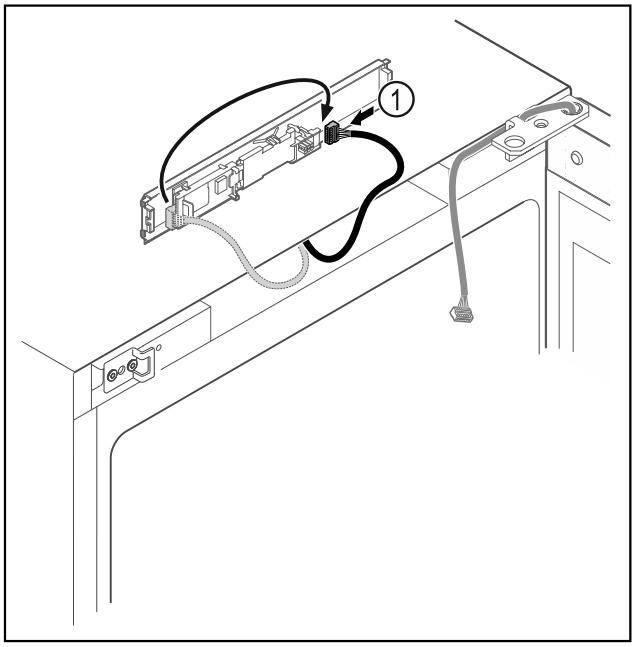

Fig. 15
▶ Enchufar el conector *Fig. 15 (1)* en otra posición en la platina.